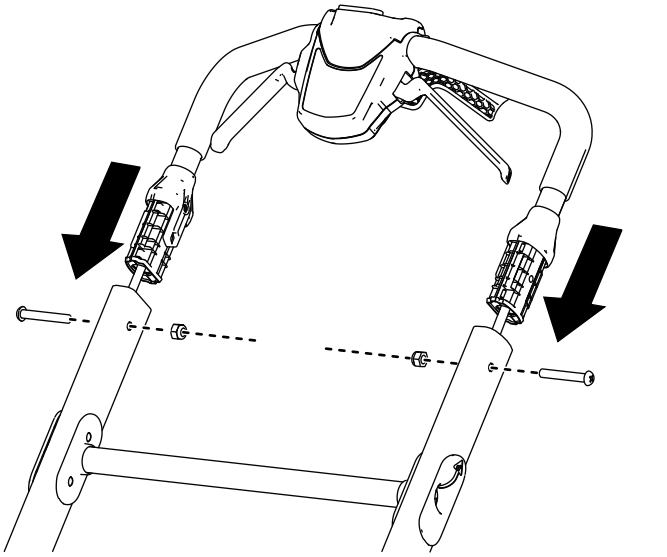

Figura 4
1. Conecte el manillar superior al manillar inferior y sujételo con 2 pernos y 2 contratuercas, como se muestra en la Figura 4.